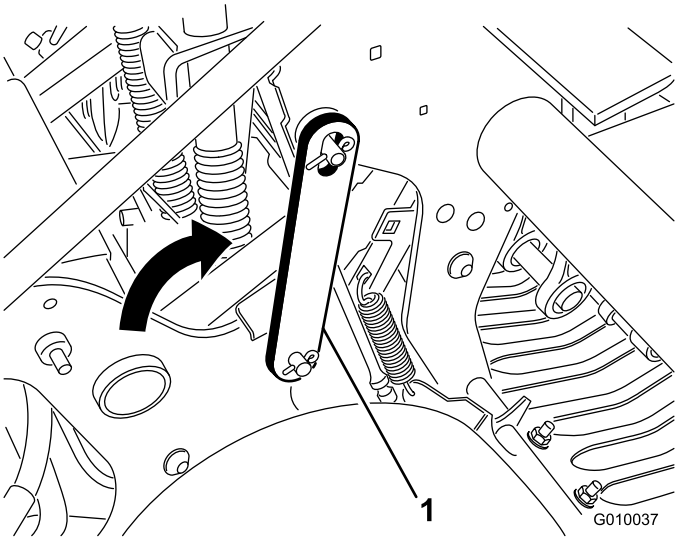

Figur 21
3. Vri servicelåsen bakover og før på luftehodesplinten (Figur 21). Fest den med klipsring.